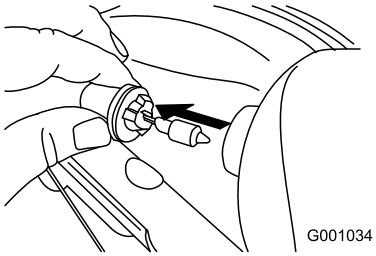

Figur 52
3. Fjern pæren ved å ta den rett ut fra baksiden av frontlykten (Figur 52).